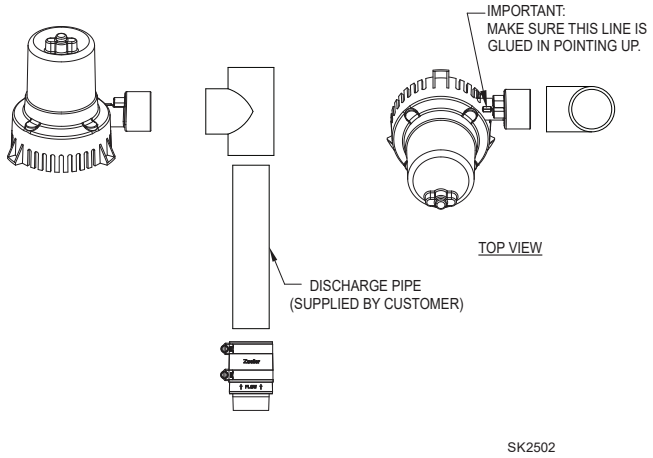

FIGURE 4
6. Solvent weld DC pump to tee at a 30 degree angle as shown in Figure 4. Install in-line check valve into primary pump discharge.
7. Determine the position of the DC pump and measure between the in-line check valve and tee. Use that measurement to cut discharge pipe. Solvent weld that piece first to the tee. Measure, cut & solvent weld any remaining discharge piping above the tee. Finally, connect the discharge pipe to the in-line check valve and tighten hose clamp. See Figure 4.
⚠ IMPORTANT **To minimize risk of air lock, intake of DC pump must be set at a 30 degree angle above the intake of the primary pump. See Figure 4.**